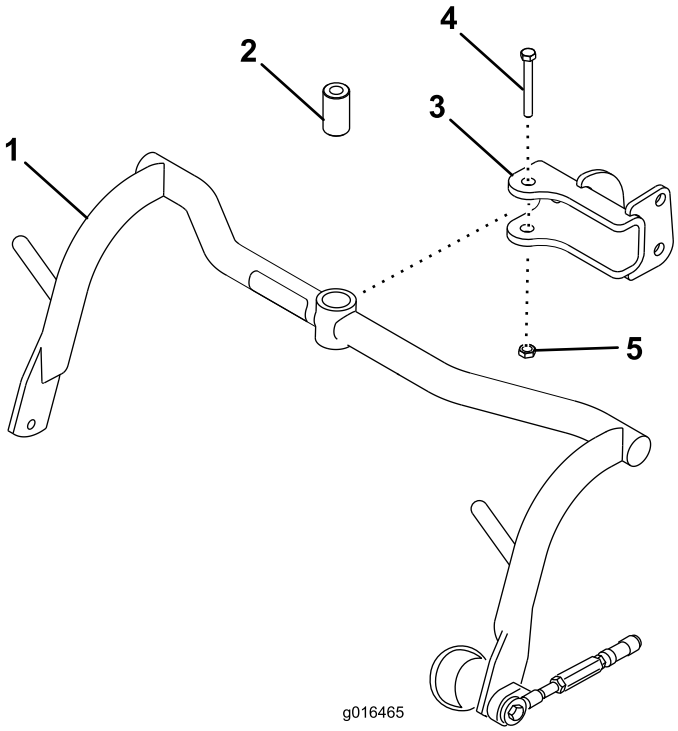

**Figur 8**
1. Monter en bærerrammeenhed på hver gaffelbolt med en afstandsklods, en bolt på 1/2 x 3-1/4 tomme og låsemøtrik på 1/2 tomme (Figur 8). Spænd til 91-113 Nm.